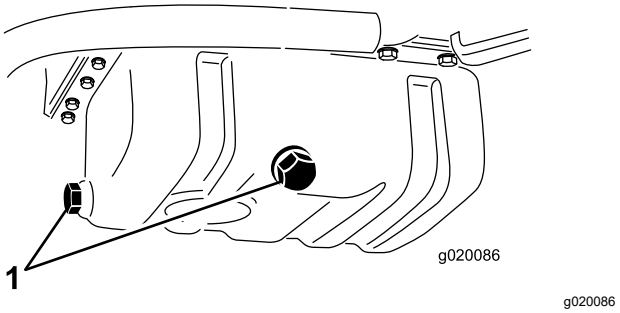

Figur 55
2. Fjern enten tappepluggen (Figur 55) og la oljen renne ut i en beholder. Når oljen slutter å renne, setter du tappepluggen på igjen.